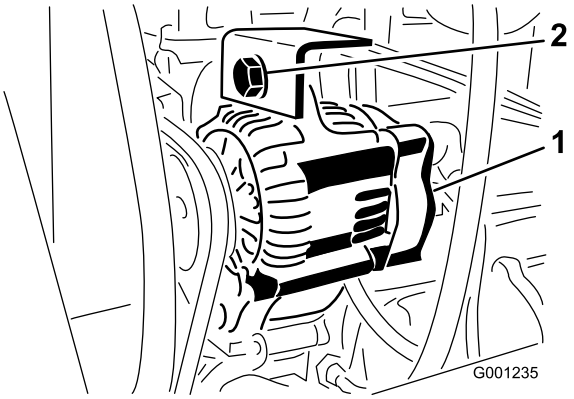

Figuur 77
2. Maak de bout van de wisselstroomdynamo los (Figuur 77).
3. Verhoog of verlaag de spanning op de riem van de wisselstroomdynamo en zet de bout weer vast (Figuur 77).